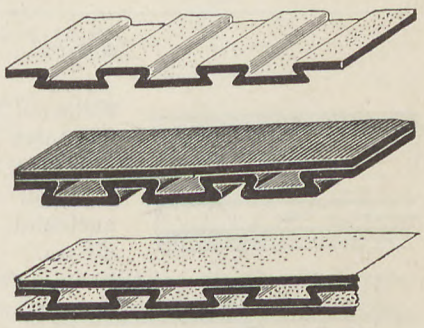

Fig. 189.
5. Falzbautafeln (Kosmos, Patent Fischer) Fig. 189, sind wasserdicht und dunstdicht.